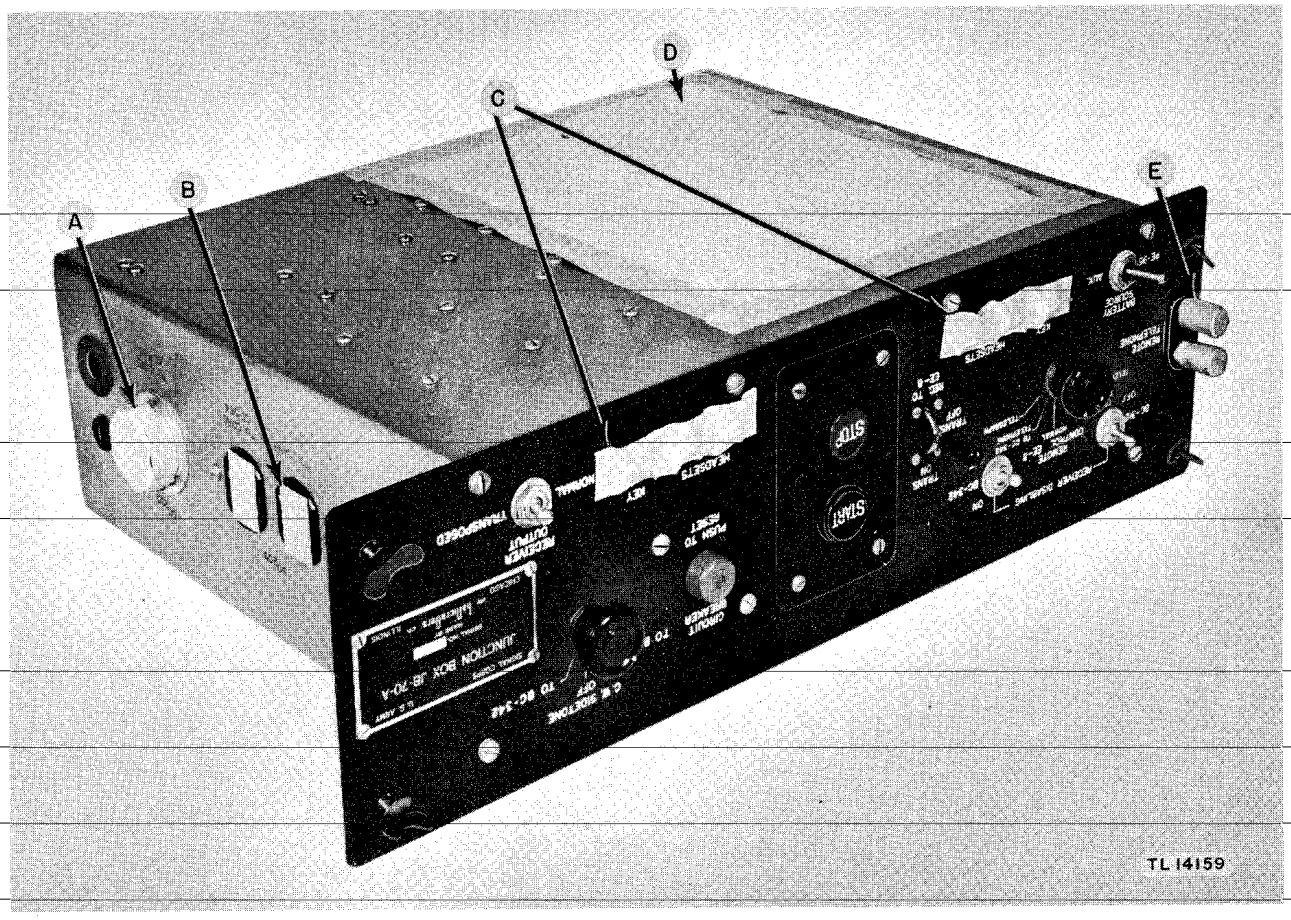

Figure 40. Junction Box JB-70-A—bottom view of chassis and front panel, showing method of masking.
(10) Socket SO_{205} on side of chassis, item A, figure 40.
(11) Socket SO_{209} on side of chassis, item B, figure 40.
(12) Six jacks on front panel, item C, figure 40.
(13) Twelve sockets on bottom of chassis, item D, figure 40.
(14) Two terminal posts on front panel, item E, figure 40.